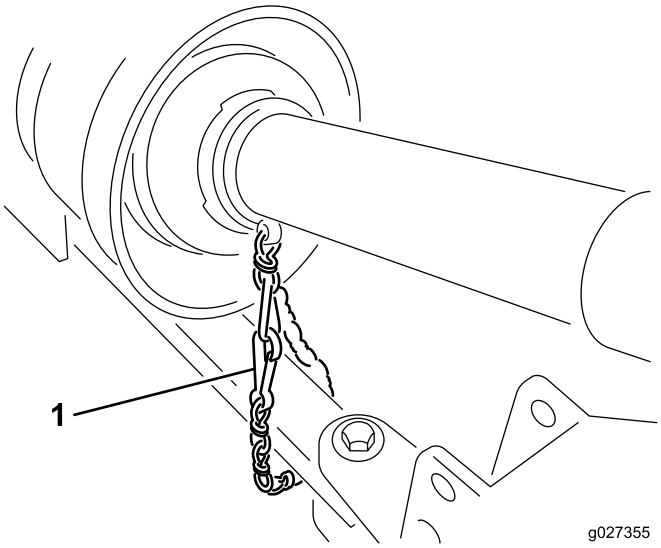

Figur 8
5. Tilslut sikkerhedsafskærmningskæden til traktoren (Figur 8).